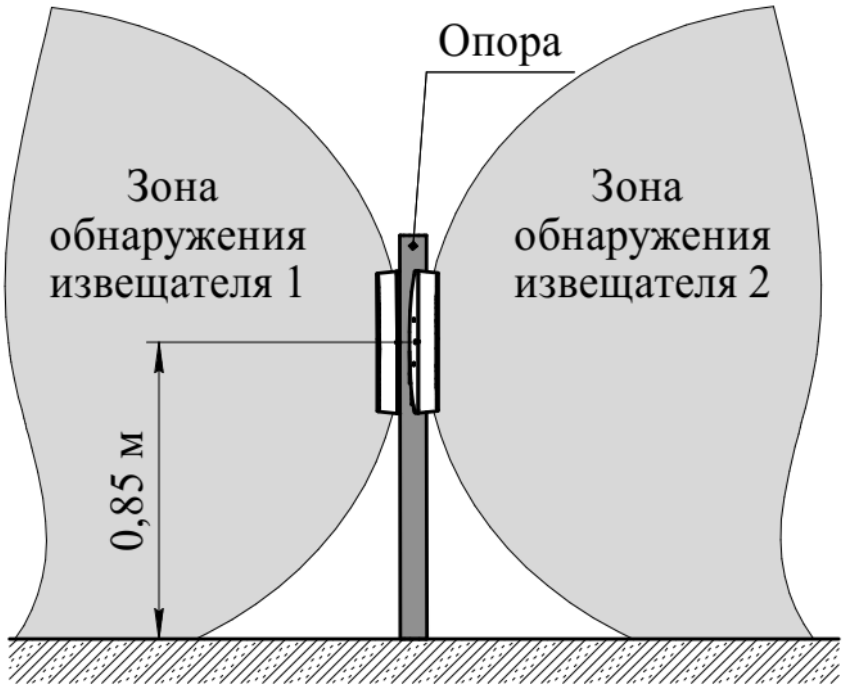

Рисунок 2.2 – Установка блоков ПРМ (блоков ПРД) извещателей на одной опоре без перекрытия смежных зон обнаружения
2.3.2.2.2 При организации сплошного протяжённого рубежа охраны с применением извещателей допускается установка двух блоков ПРД (блоков ПРМ) на одной опоре без перекрытия зон обнаружения соседних участков (рисунок 2.2).